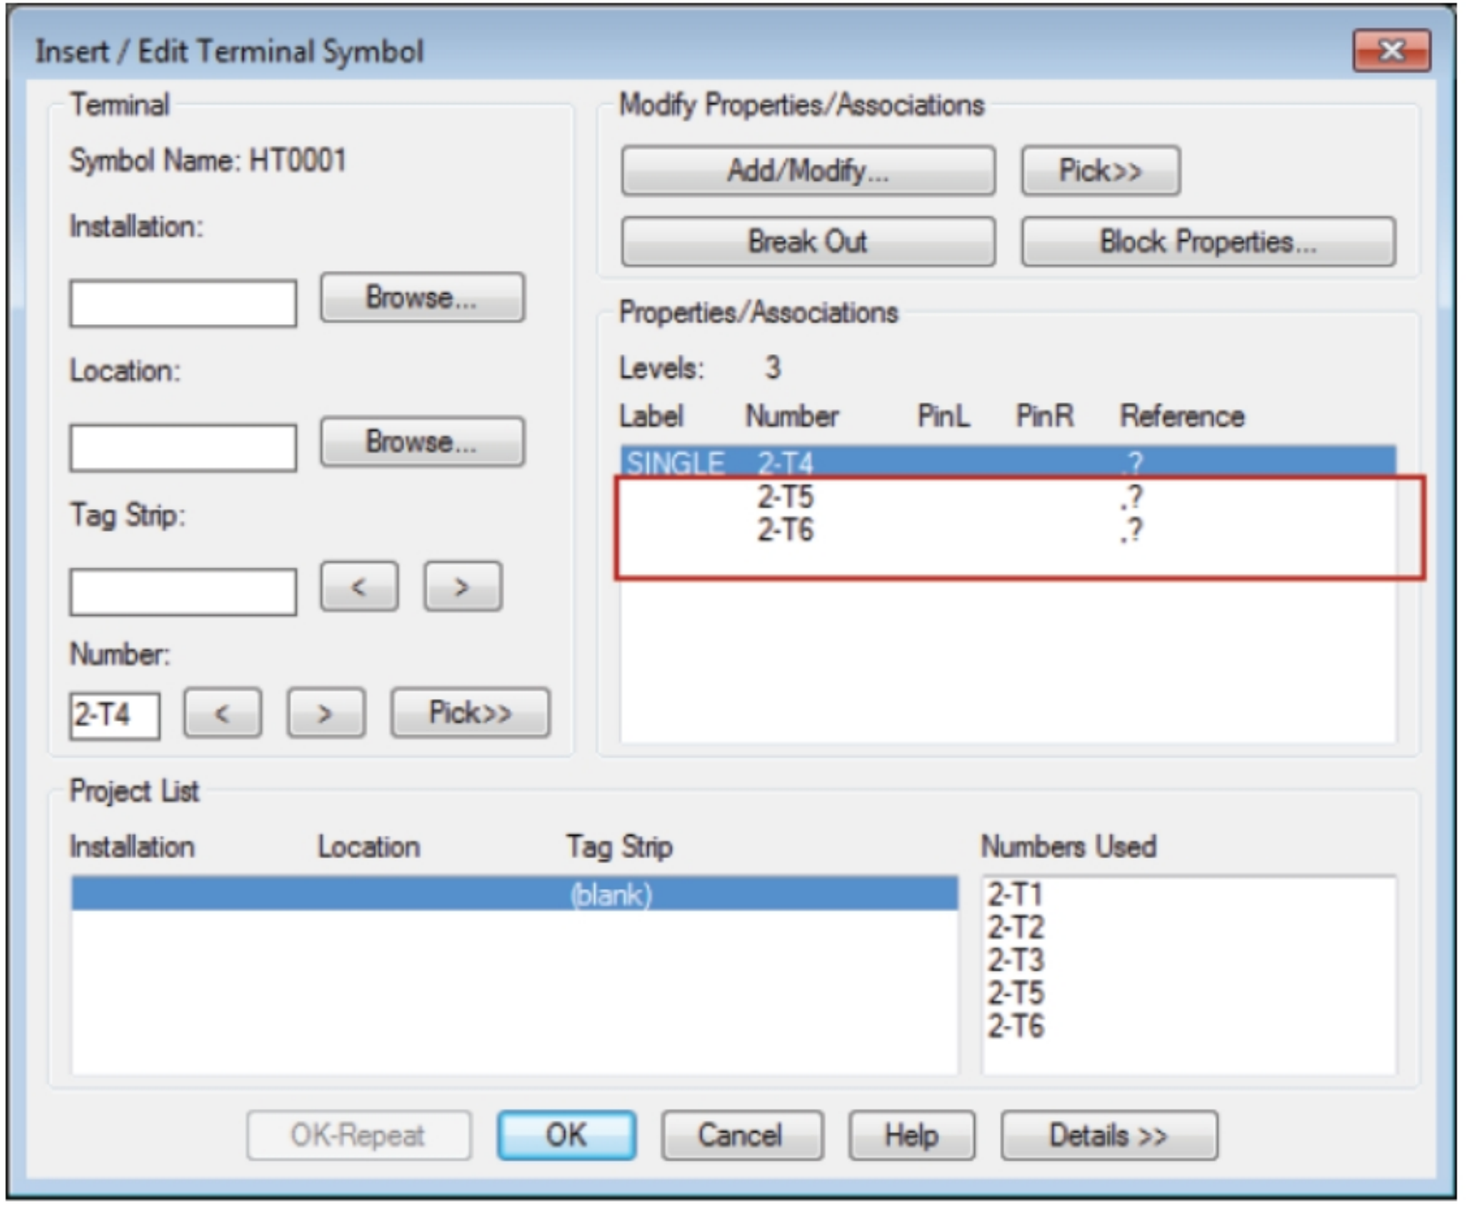

Figure-20. Associations of terminals
- Click on the **Edit Component** tool. The **Insert/Edit Terminal Symbol** dialog box will be displayed with associated terminals details; refer to Figure-20.